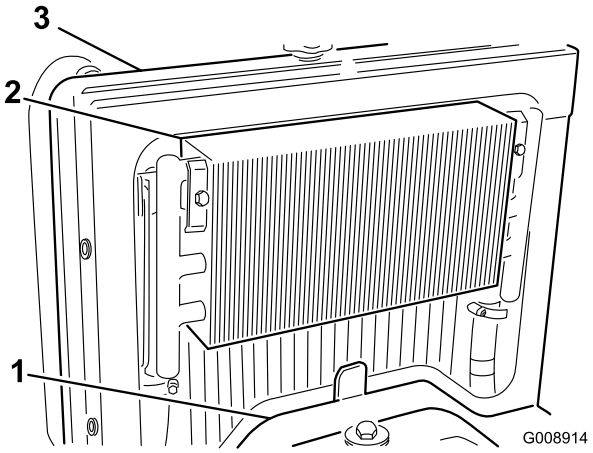

Rysunek 69
3. Zdemontuj panel dostępowy (Rysunek 69).